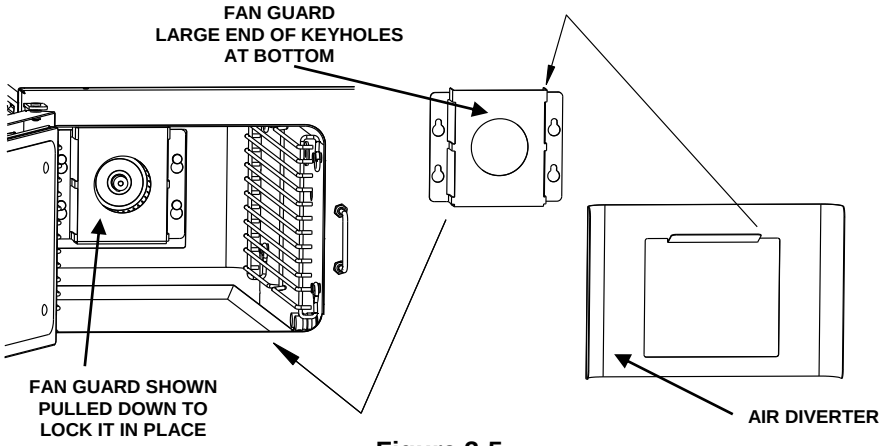

Figure 3-5
- See Figure 3-5
3. Pull it down so that the narrow ends of the slots are pulled tight over the mounts. See Figure 3-5.